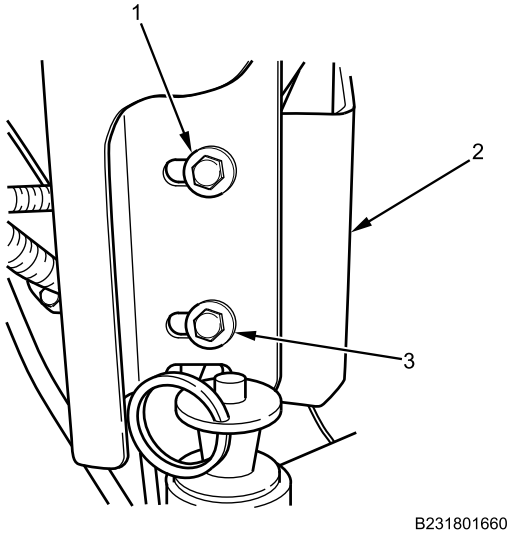

Figure 19. Right IP Mounting Bolts.
5. Install right IP bracket bolts (Figure 19, Item 1 and 3) on right IP bracket (Figure 19, Item 2). Do not tighten at this time.